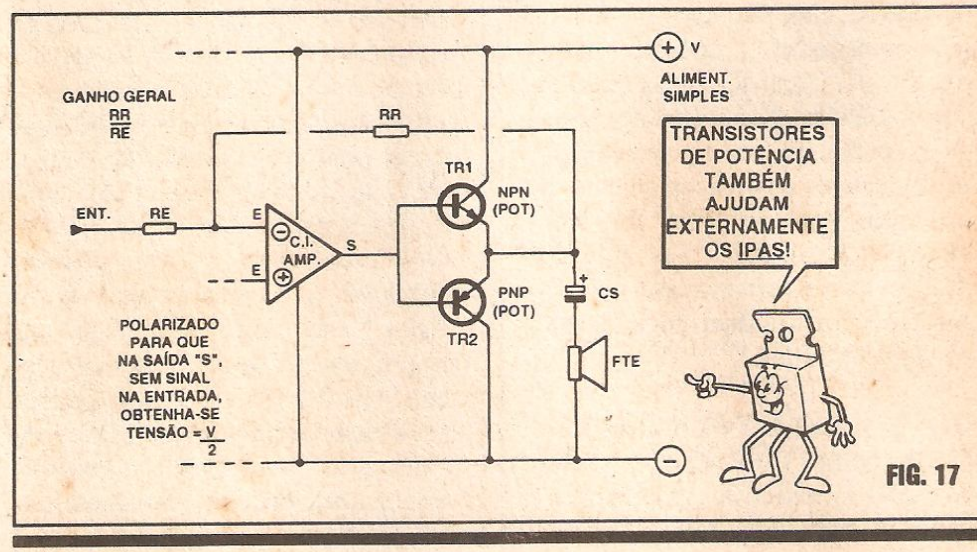

FIG. 17
- FIG. 17 - REFORÇANDO A SAÍDA DO IPA... - Com o módulo pré-amplificador exemplificado na fig. anterior, melhoramos a sensibilidade e o ganho geral dosistema... Mas e se o problema for mesmo a "wattagem" final, ou seja: temos um IPA capaz de "dar" 10W de Saída, mas precisamos de 50W, ou